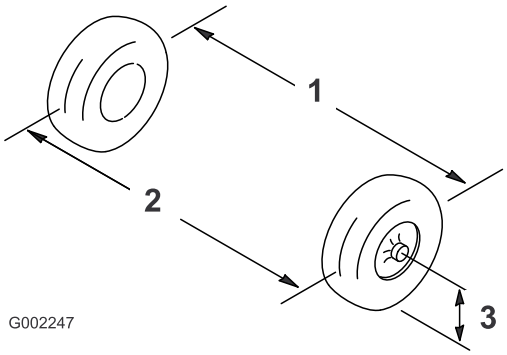

Bild 51
2. Messen Sie den Abstand zwischen beiden Vorderreifen auf Achshöhe (an der Vorder- und Rückseite der Vorderreifen) (Bild 51).